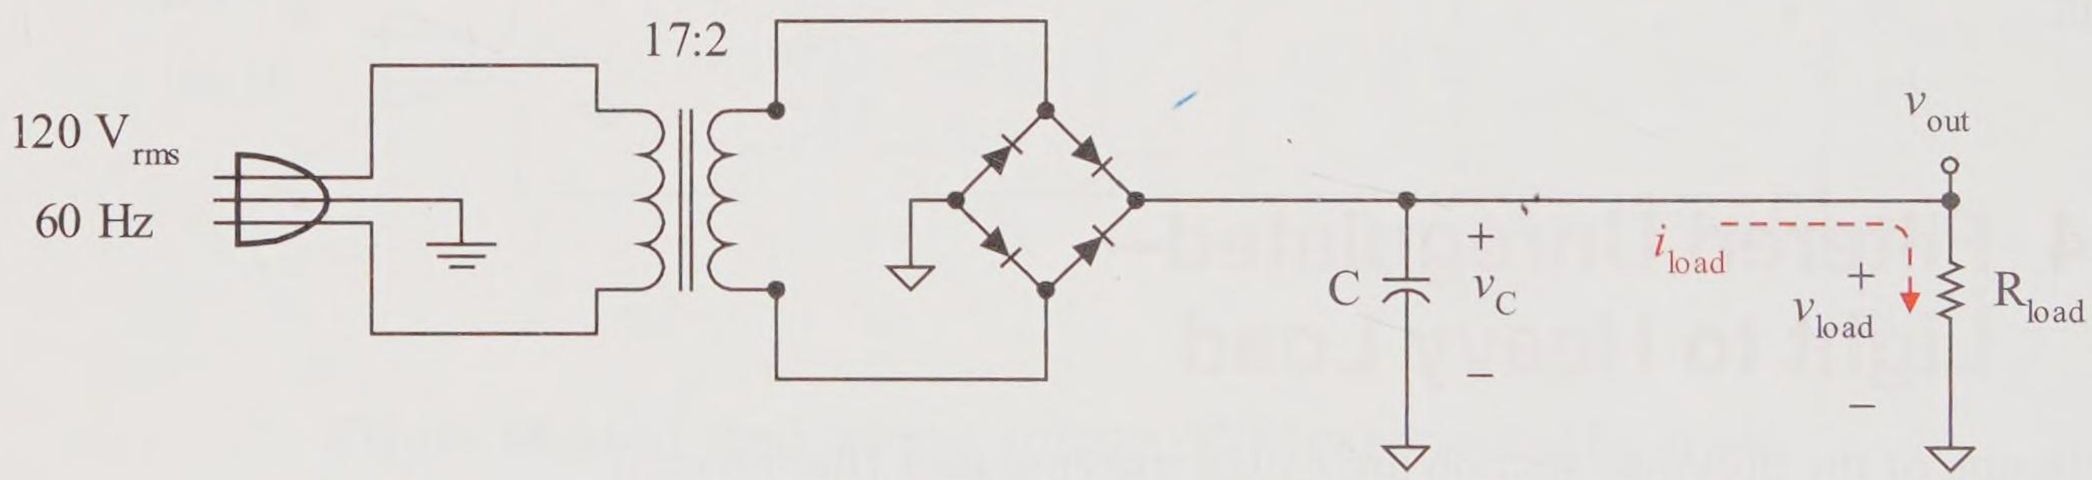

Figure 18-25(a) Input capacitive filter full-wave bridge rectifier example
Use MultiSIM to simulate the full-wave input capacitor filtered bridge rectifier of the circuit of Figure 18-25(a) for
a. Figure 18-25(b) shows the MultiSIM simulation with dc DMM meters, the XSC1 oscilloscope across the secondary in the difference mode, and the XSC2 oscilloscope across the load. The time for one output cycle of the ripple voltage is measured to be 8.4 ms, verifying that the full-wave rectifier has a frequency of 120 Hz. This is a lightly loaded filter with a percent ripple of 4%.